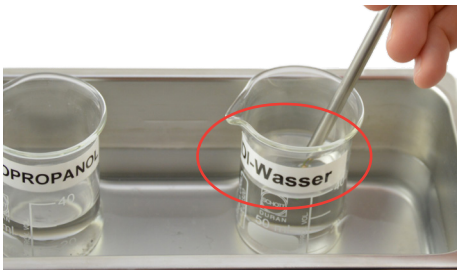

Fig. 2 Sensing head in deionized water
6. Hold onto the sensing probe and place the sensing head in deionized water for 3 minutes. (Fig. 2).